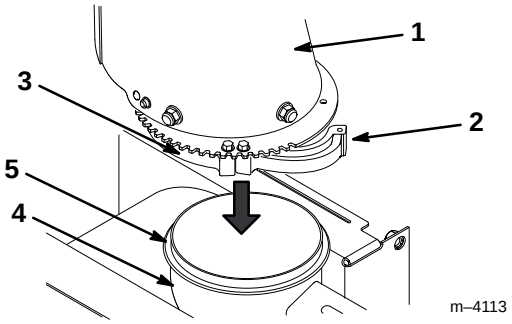

**Figure 1**
**1.** Ecarter vers l'extérieur le segment mobile de la bague de retenue de l'éjecteur, sous l'éjecteur (Fig. 1).